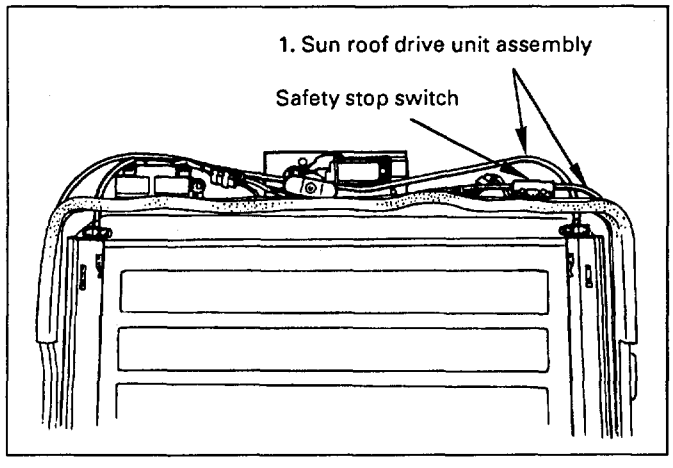

Fig. 8-411
1. **Sun roof drive unit assembly (Fig. 8-411)**